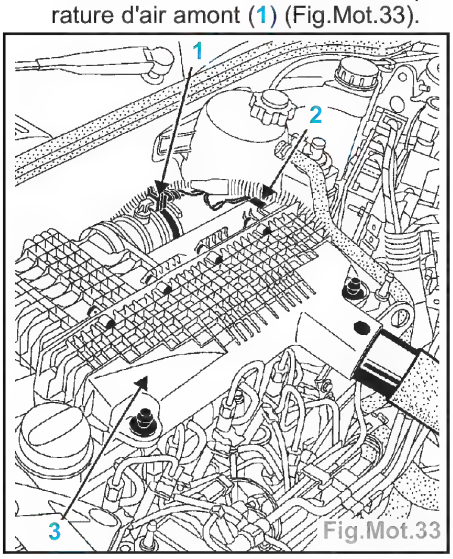

Fig.Mot.33
• le connecteur de la sonde de température d'air amont (1) (Fig.Mot.33).